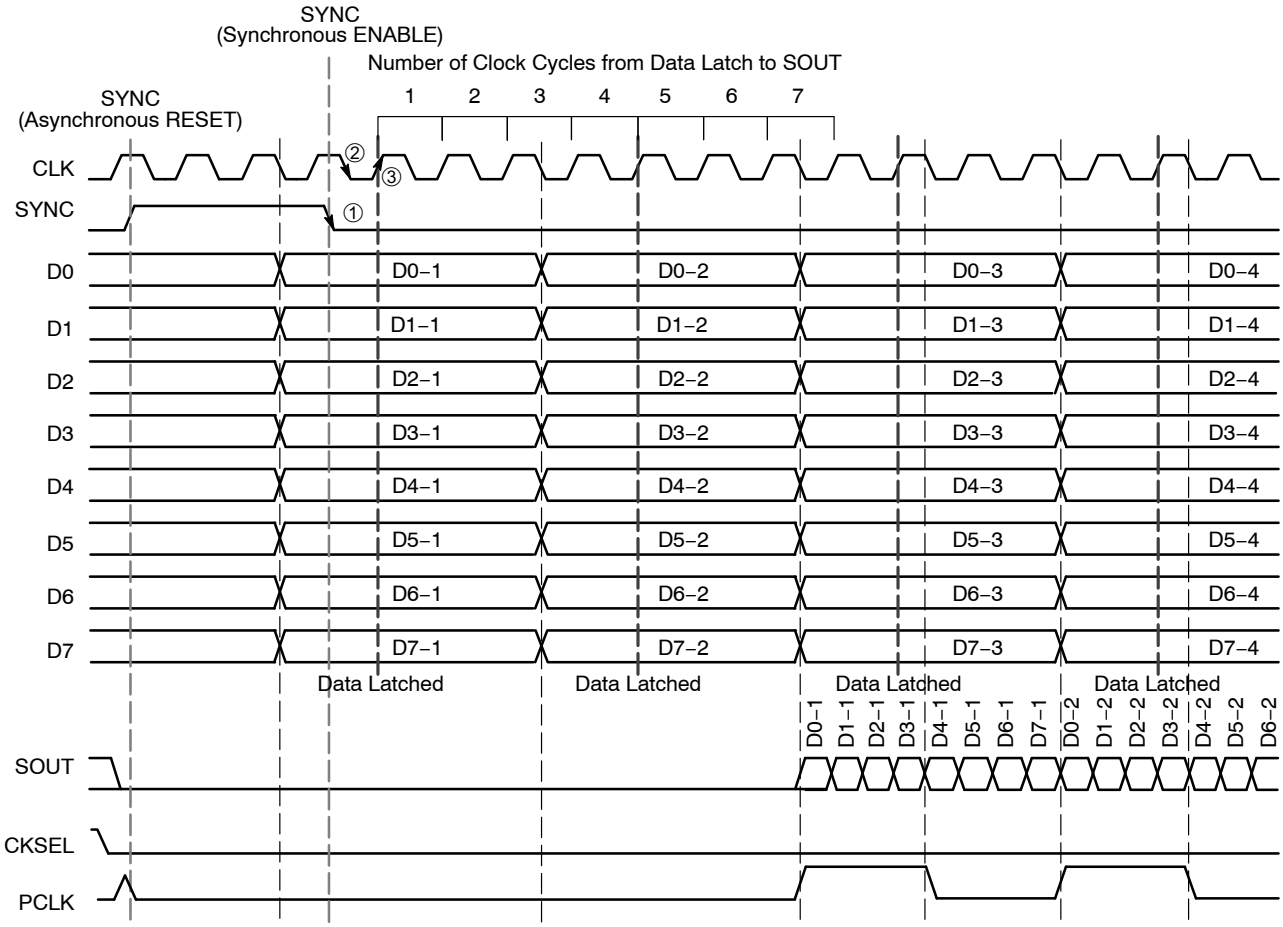

Figure 9. Timing Diagram 1:8 Parallel to Serial Conversion with CKSEL LOW and SYNC
The device also features a differential SYNC input (Pins 29 and 30), which asynchronously reset all internal flip–flops and clock circuitry on the rising edge of SYNC. The release of SYNC is a synchronous process, which ensures that no runt serial data bits are generated. The falling edge of the SYNC followed by a falling edge of CLK initiates the start of the conversion process on the next rising edge of CLK (Figures 9 and 10). As shown in the figures below, the device will start to latch the parallel input data after the a falling edge of SYNC ①, followed by the falling edge CLK ②, on the next rising of edge of CLK ③ for CKSEL LOW